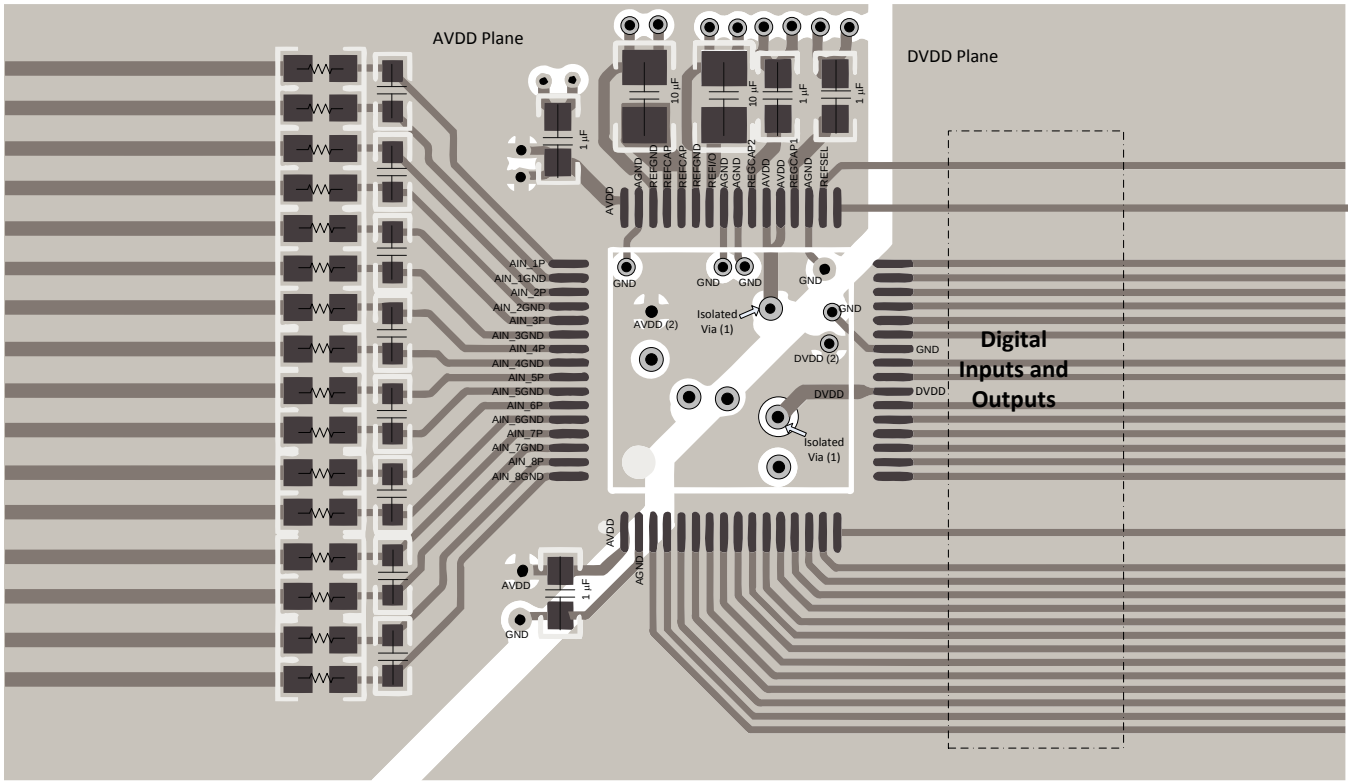
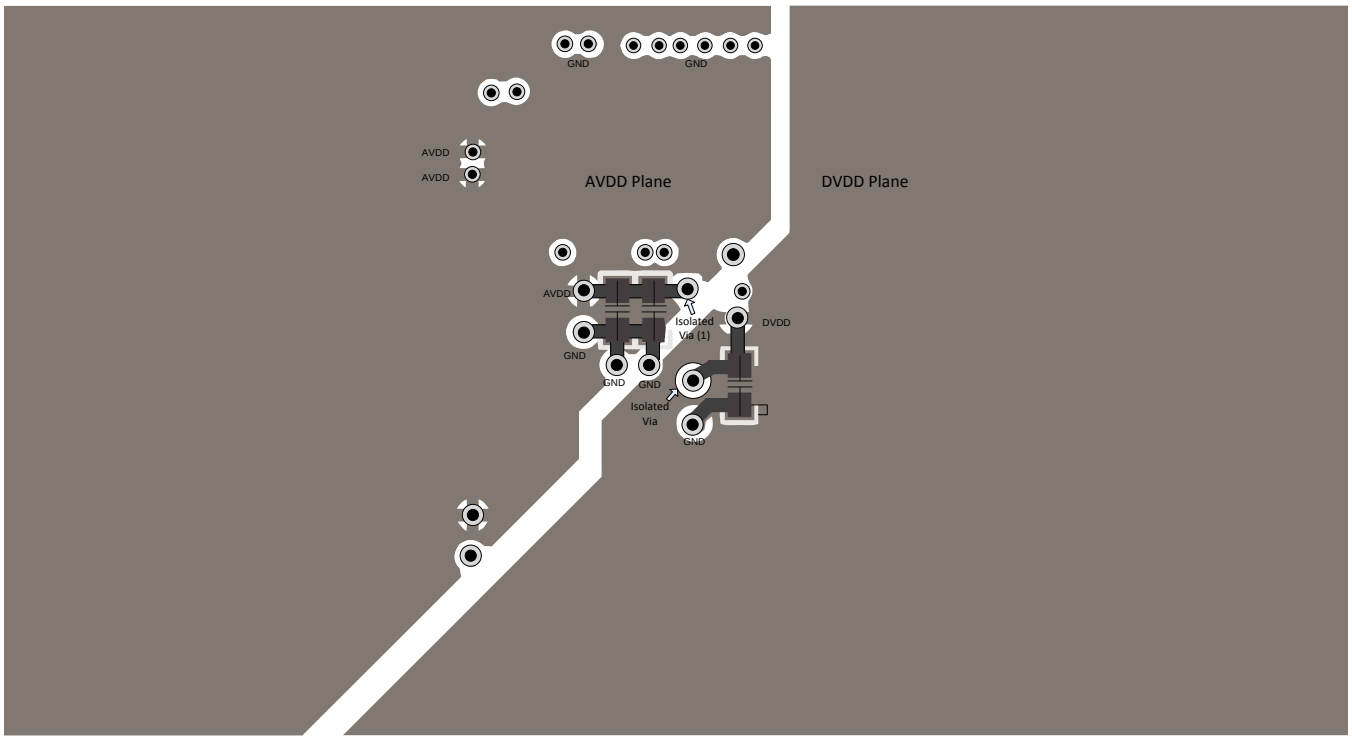

Figure 89. Top Layer Layout
Figure 90. Bottom Layer Layout
Figure 89 and Figure 90 illustrate a PCB layout example for the ADS8588S.
- Power sources to the ADS8588S must be clean and well-bypassed. As a result of dynamic currents during conversion, each AVDD must have a decoupling capacitor to keep the supply voltage stable. Use wide traces or a dedicated analog supply plane to minimize trace inductance and reduce glitches. Using a 1-µF, X7R-grade, 0603-size ceramic capacitor is recommended in close proximity to each analog (AVDD) supply pins. Bypass capacitors for AVDD pins 1 and 48 are located on the top layer; see Figure 89. AVDD supply pins 37 and 38 are connected to bypass capacitors in the bottom layer using an isolated via (1); see Figure 90. A separate via (2) is used to connect the bypass capacitor to the AVDD plane.
- For decoupling the digital (DVDD) supply pin, a 1-µF, X7R-grade, 0603-size ceramic capacitor is recommended. The DVDD bypass capacitor is located in the bottom layer; see Figure 90.
Figure 89 and Figure 90 illustrate a recommended layout for the ADS8588S along with proper decoupling and reference capacitor placement and connections.